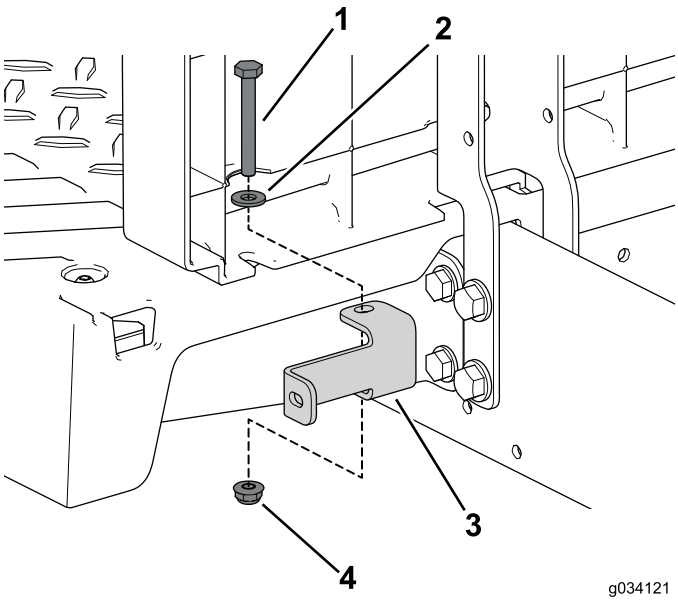

Figure 86
7. Use the 2 bolts (1/4 x 2 inches), washer, and locknut to secure the left and right panel bracket the machine (Figure 86).
8. Use the 4 self-tapping screws to secure the left side cover to the seat assembly (Figure 86).